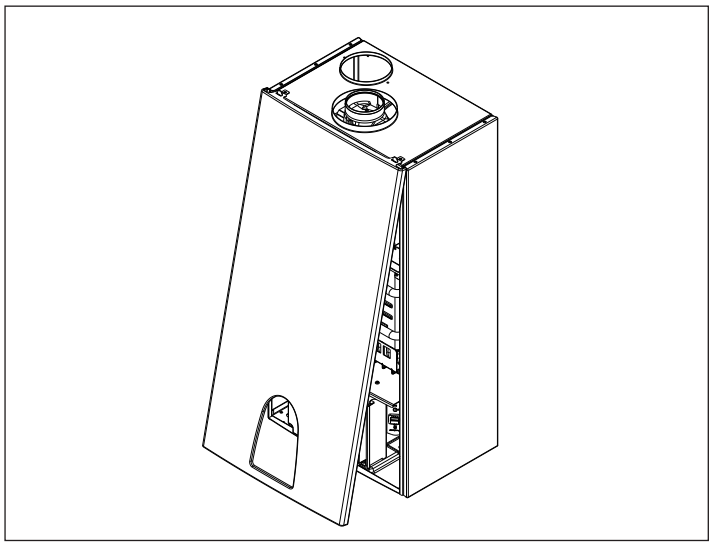

Fig. 21 - Desmontaje de la cubierta
- Quite la cubierta desenroscando los tornillos situados en la parte inferior del calentador y desenganchando la cubierta en la parte superior (Fig. 21).
Desmontaje de la cubierta (Fig. 21)